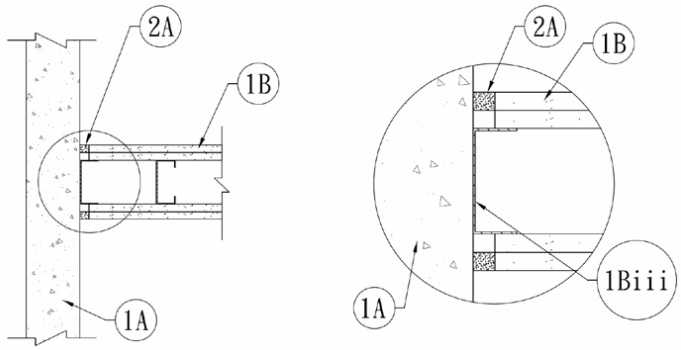

Figure 1. Through Penetration Firestop System
A. FILL, VOID, OR CAVITY MATERIAL**:** Refer to Figure 1. Apply the following materials as indicated below: